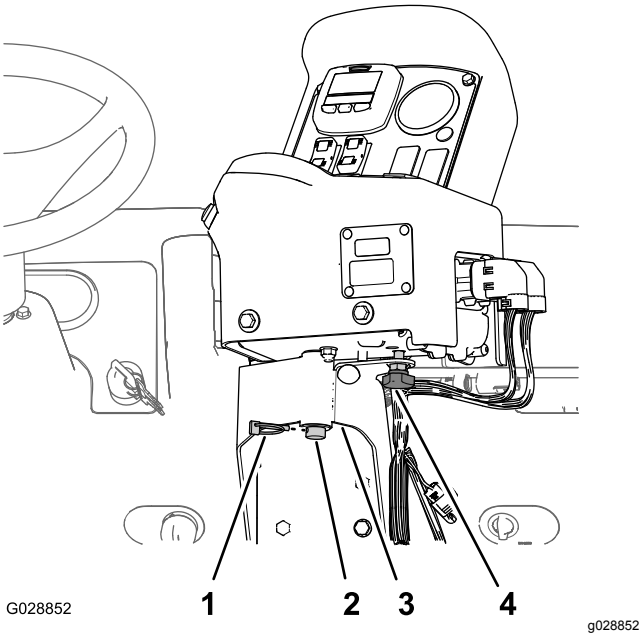

Figur 18
2. Monter kontrolkonsollen på styreenhedens monteringsbeslag, og fastgør kontrolelementet med låseclipsen, som du fjernede tidligere (Figur 18).
3. Monter håndgrebet, og tilspænd det for at forhindre konsollen i at rotere under drift (Figur 18).